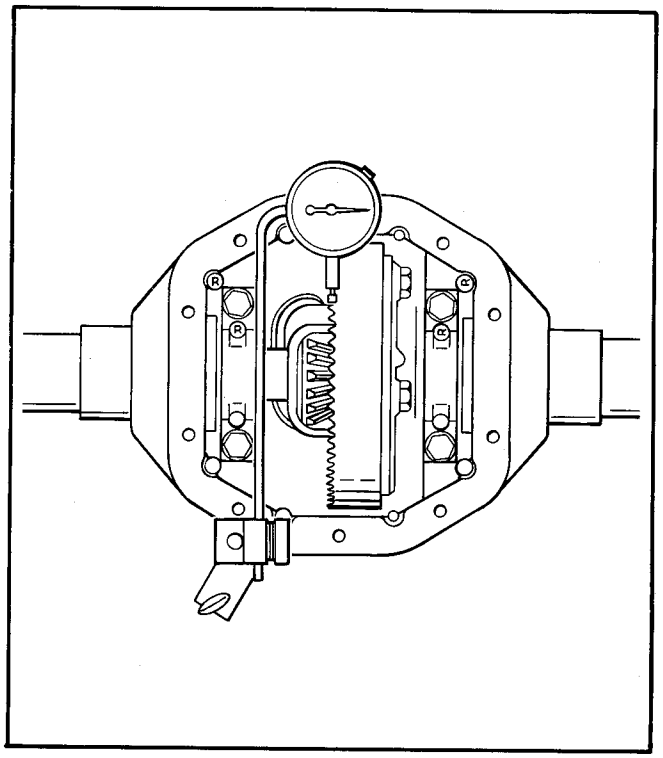

Figure 21 – Ring and Pinion Backlash Check
f. Check backlash with dial indicator, Figure 21. Place contact point of dial indicator on a ring gear tooth. Hold pinion shaft and move ring gear back and forth without moving the pinion gear or shaft. Repeat backlash check at four equally spaced points around ring gear. Backlash must be held between .004 in. (.1 mm) and .008 in. (.2 mm) and must not vary more than .002 in. (.05 mm) between positions checked. Readings in excess of specifications indicate worn ring and/or pinion gear or improper backlash adjustment.